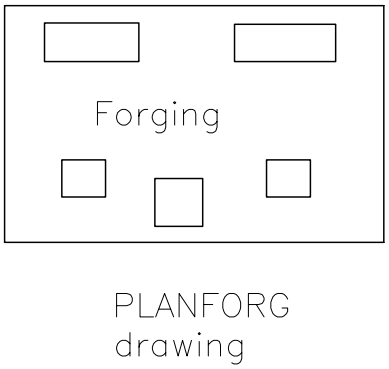
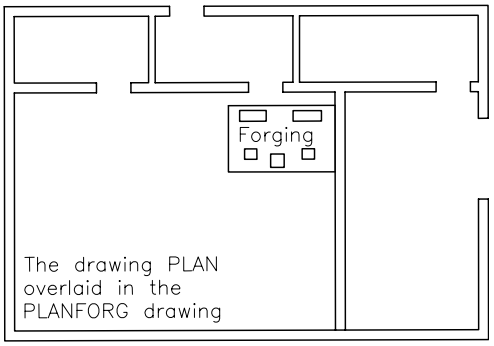

Figure 2-19 *The PLANFORG drawing*
Figure 2-20 *The PLANFORG drawing after overlaying the PLAN drawing*
3. Open the PLANFORG drawing, refer to Figure 2-19 and select the **Overlay** radio button in the **Attach External Reference** dialog box, which is displayed after you have selected the PLAN drawing to reference. The PLAN drawing is overlaid on the PLANFORG drawing, refer to Figure 2-20. Save the drawing.